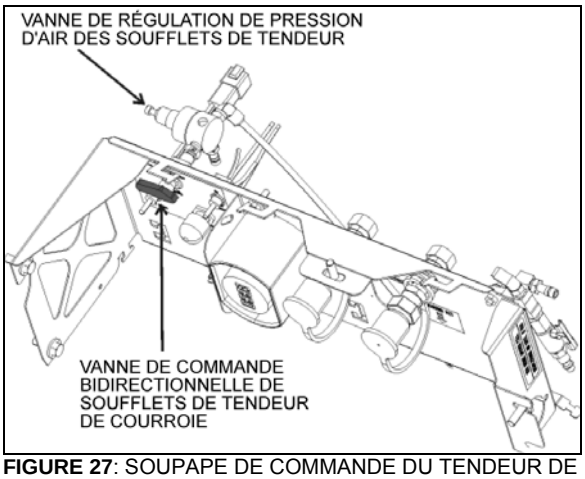

FIGURE 27: SOUPAPE DE COMMANDE DU TENDEUR DE COURROIE – SÉRIE H 12219
2. Pour les véhicules équipés d'un troisième alternateur, la tension de la courroie est aussi appliquée grâce à un soufflet pneumatique (Figure 25). Tourner la soupape de commande à deux voies du tendeur de courroies dans le sens antihoraire pour libérer la pression du soufflet (Figure 27).
Pour les véhicules de la série H équipés d'un 3ème alternateur, (Figure 25) la tension de la courroie est aussi appliquée grâce à un soufflet pneumatique ajusté par un régulateur de pression d'air (Figure 27). La pression adéquate de 45 psi est réglée en usine. Vérifier périodiquement la pression du régulateur avec un manomètre, et la corriger au besoin.
La tension de la courroie est appliquée grâce à un soufflet pneumatique qui est ajusté par un régulateur de pression d'air (Figure 27). La pression adéquate de 45 psi est réglée en usine. Vérifier périodiquement la pression du régulateur avec un manomètre et corriger au besoin.